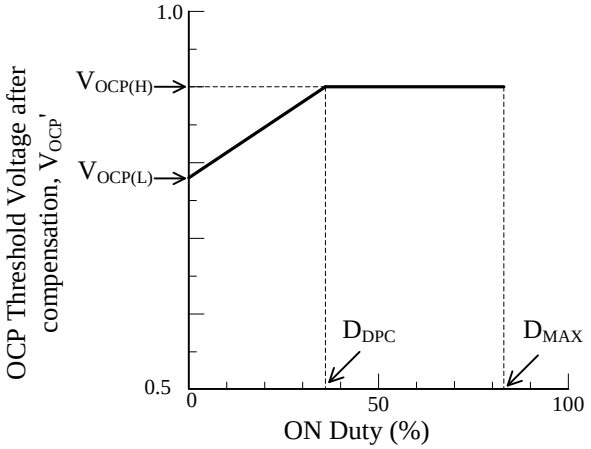

Figure 9-15. Relationship between ON Duty and Drain Current Limit after Compensation
The Input Compensation Function is the function of correction of OCP threshold voltage depending with AC input voltage, as shown in Figure 9-15. When AC input voltage is low (ON Duty is broad), the OCP threshold voltage is controlled to become high. The difference of peak drain current become small compared with the case where the AC input voltage is high (ON Duty is narrow). The compensation signal depends on ON Duty. The relation between the ON Duty and the OCP threshold voltage after compensation V_{OCP}' is expressed as Equation (6). When ON Duty is broader than 36 %, the V_{OCP}' becomes a constant value $V_{OCP(H)}$ = 0.9 V